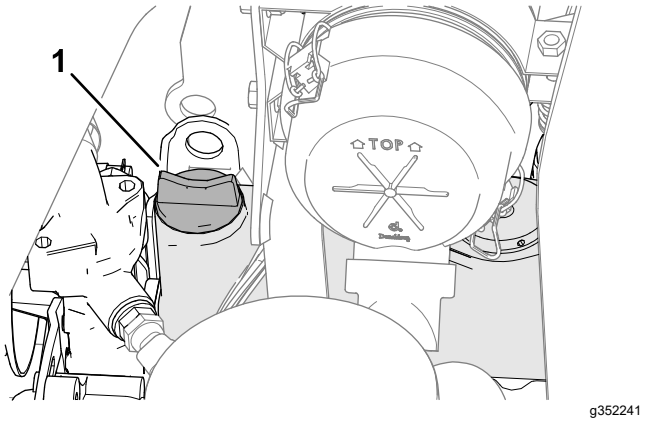

Figur 69
5. Hvis oliestanden er lav, skal du fjerne oliepåfyldningsdækslet (Figur 69) og gradvist fylde små mængder olie på og ofte kontrollere oliestanden, indtil den når FULL-mærket på målepinden.